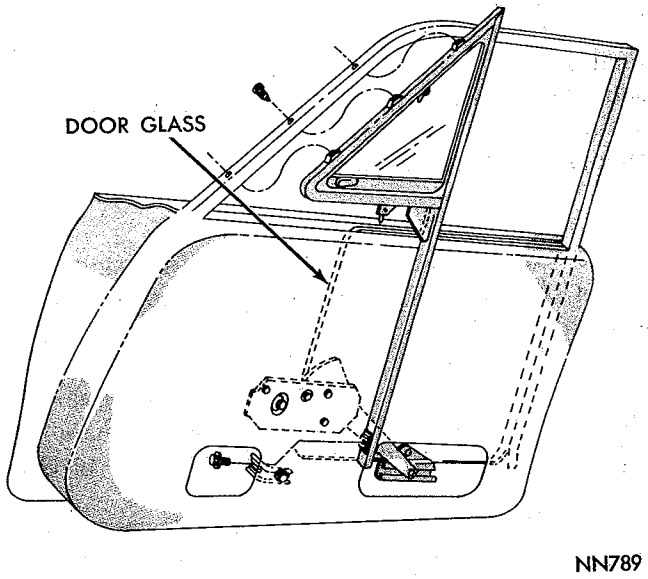

*Fig. 80—Vent Wing Assembly*
(1) Remove attaching screws from vent frame at door front facing.
(2) With door glass in the down position, remove division channel to support screw at lower end (Fig. 80).
(3) Move division channel off of glass edge.
(4) Disconnect the outer belt weatherstrip for a short distance to provide clearance for the vent wing division channel.
(5) Pull top of vent frame toward rear of door and pull assembly out of door.